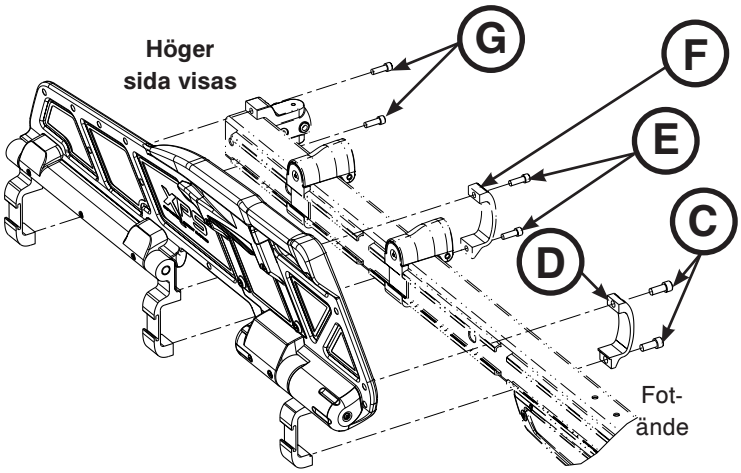

Figur 82
5. Ta bort skruvarna med sexkantshål (C) som fäster sänggrindens klämma (D) vid spärrenheten i fotändan av huvudenheten med hjälp av en 1/4" insexnyckel (Figur 82). Vid installationen ska båda den nya skruvarna dras åt med vridmomentet 29,8 ±4,5 Nm (22 ±3,3 ft-lb).
6. Ta bort de två skruvarna med sexkantshål (E) som håller fast den mittersta klämman (F) på sänggrinden vid den yttre skenenheten med hjälp av en 3/16" insexnyckel (Figur 82).
7. Ta bort de två skruvarna med sexkantshål (G) som håller fast sängbottensbasens fäste vid den yttre skenenheten med hjälp av en 3/16" insexnyckel (Figur 82).